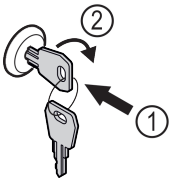

Fig. 176 Reprezentare exemplificatoare
▶ Introduceți cheia prin apăsare *Fig. 176 (1)*.
▶ Rotiți cheia cu 90° în sensul acelor de ceasornic *Fig. 176 (2)*.